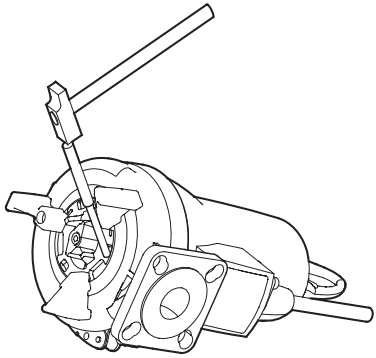

Рис. 13 Демонтаж кольца режущего механизма
2. Освободить кольцо режущего механизма (поз. 44), постучав по нему и повернув по часовой стрелке на 15-20°. См. рис. 13.